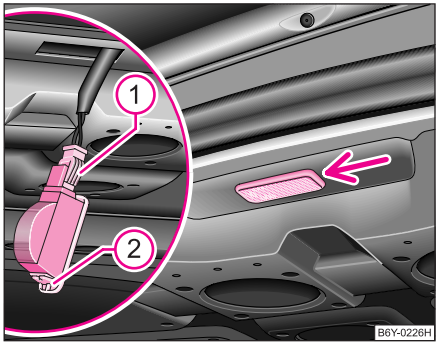

Fig. 178 Demontarea lămpii din portbagaj (Sedan)
– Introduceți o şurubelniță în fanta de sub lampă ⇒ fig. 178. Ridicați cu atenție lampa.
– După ce elementul de fixare (1) s-a desprins, deconectați fişa electrică.
– Apăsați siguranța (2) a capacului şi scoateți capacul.